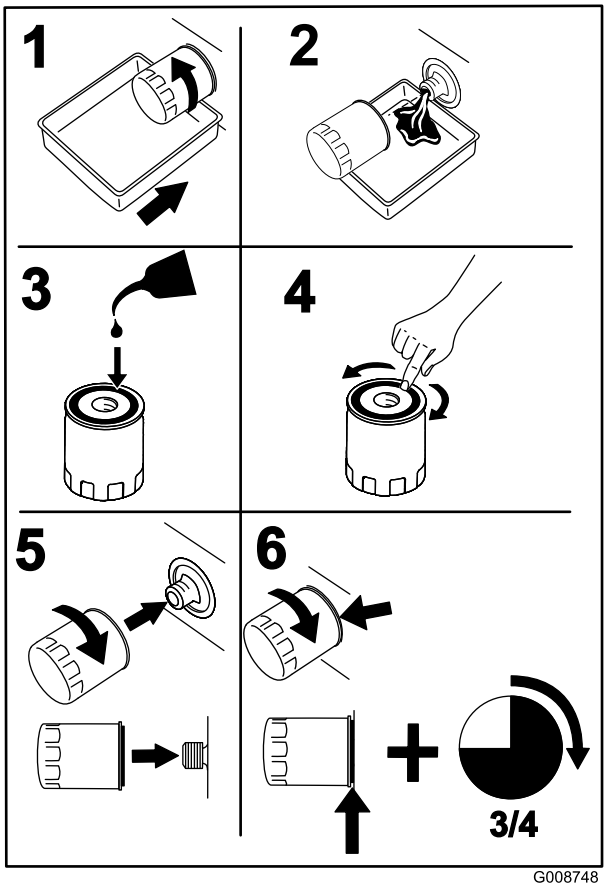

**Figur 41**
2. Skift motoroljefilteret (Figur 41).